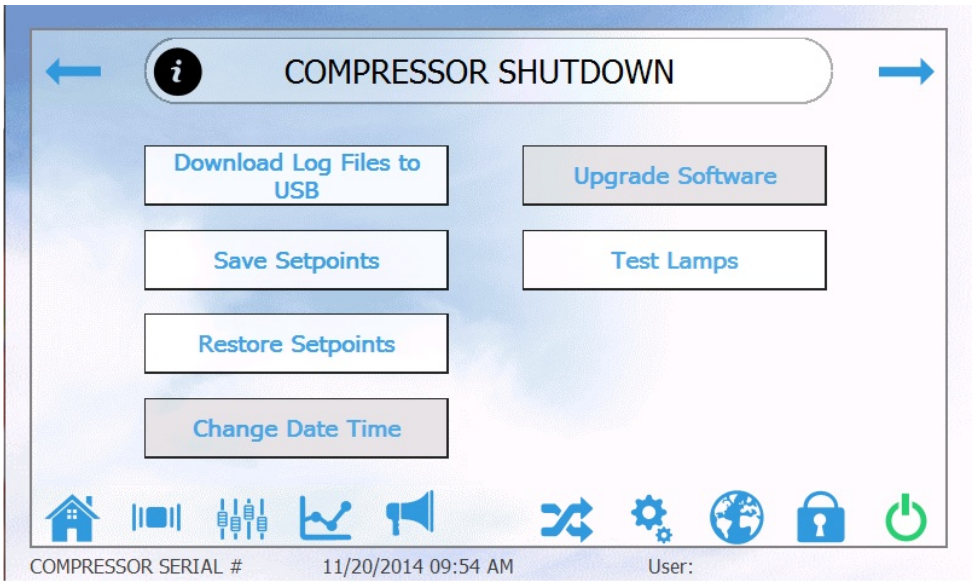
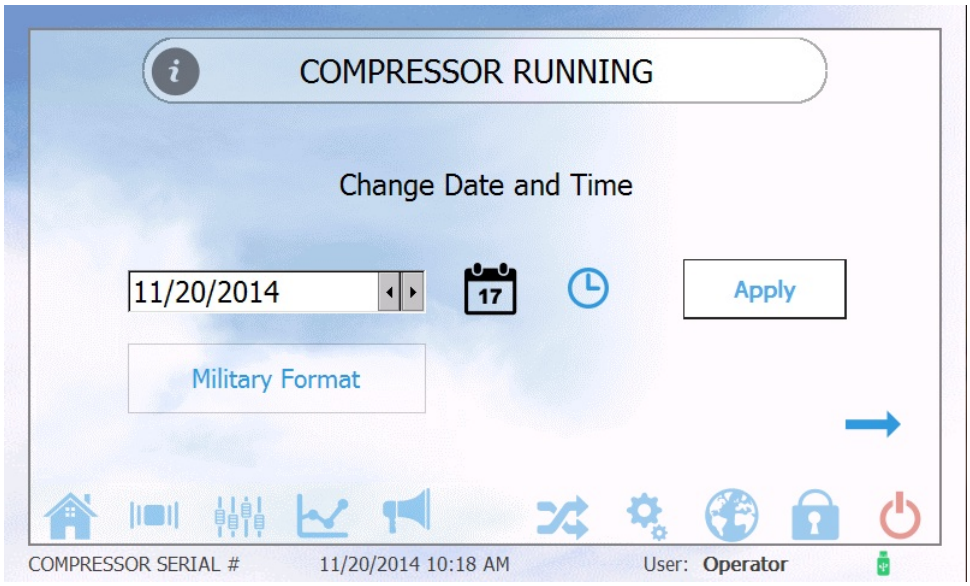

FIGURE 6-40
FIGURE 6-43
Figure 6-40 shown below details the second of the three Information Screens.
2. Access the screen shown in Figure 6-40 and press the Download Log Files to USB button.
3. Once the download is complete as shown in Figure 6-40, the USB drive can be safely removed.
2. Access the screen shown in Figure 6-40 and press the Save Setpoint button.
1. Access the screen shown in Figure 6-40 and press the restore setpoints button.
Change Date and Time - The operator can change the date and time of the R1000 control by pressing the change date and time button shown in Figure 6-40. The Change Date and Time Screen is shown in Figure 6-43.